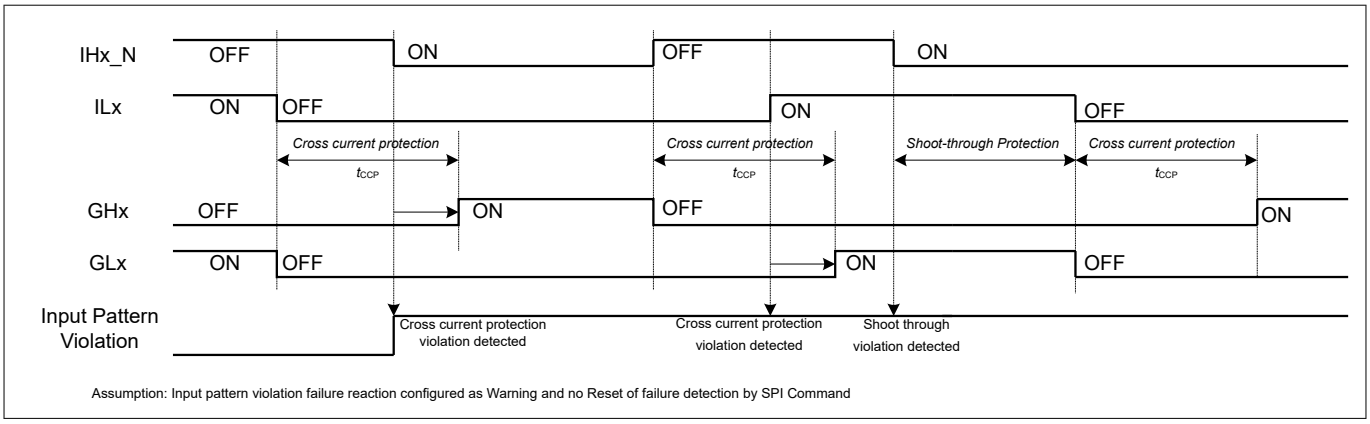

Figure 54 PWM input pin monitoring
The cross-current protection and shoot-through protection is continuously enabled for each half-bridge as long as HBx_EN = 1. Figure 54 illustrates a summary of the protection and detection features.
- IPV_CCP_HBx is set (see Figure 54)